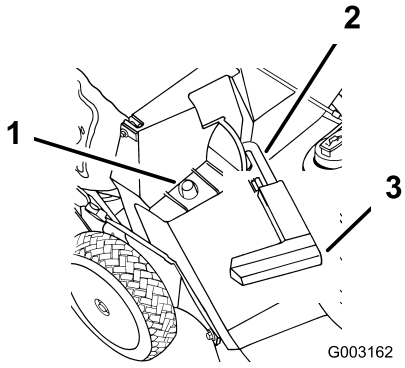

Figura 18
2. Verificate che la maniglia dello sportello di scarico si trovi completamente in avanti e che la spina sia inserita nel fermo (Figura 18).
3. Spostate il foro nel telaio del cesto sopra il piolo di sostegno sul canale di scarico (Figura 18).
2. Alzate la maniglia dello sportello di scarico e spostatela in avanti per inserire la spina nella tacca (Figura 18).